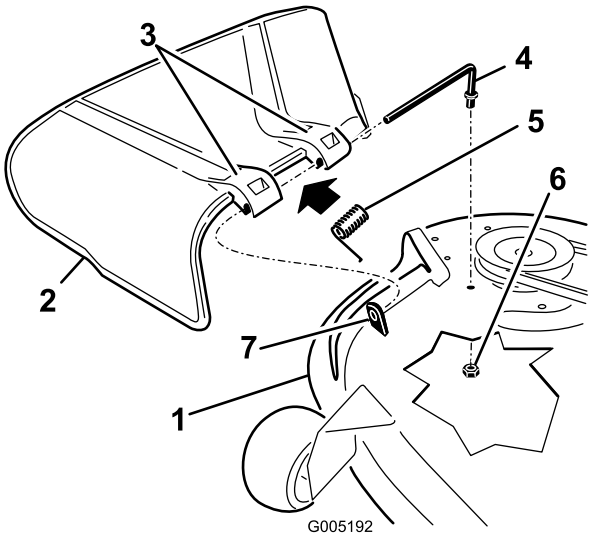

Bild 60
1. Machen Sie die in Bild 60 gezeigten Teile ausfindig.
2. Nehmen Sie die Mutter (3/8 Zoll) aus der Stange unter dem Mähwerk ab (Bild 60).
3. Schieben Sie die Stange aus dem kurzen Vorsprung, der Feder und dem Ablenkblech (Bild 60). Entfernen Sie defekte oder abgenutzte Ablenkbleche.
4. Montieren Sie das Ablenkblech (Bild 60).
6. Setzen Sie die Feder mit den Enddrähten nach unten auf die Stange, zwischen die Ablenkblechhalterungen. Schieben Sie die Stange durch die zweite Halterung am Grasablenkblech (Bild 60).
7. Schieben Sie die Stange vorne am Ablenkblech in den kurzen Vorsprung am Mähwerk. Befestigen Sie das hintere Stangenende mit einer Mutter (3/8 Zoll) am Mähwerk (Bild 60).